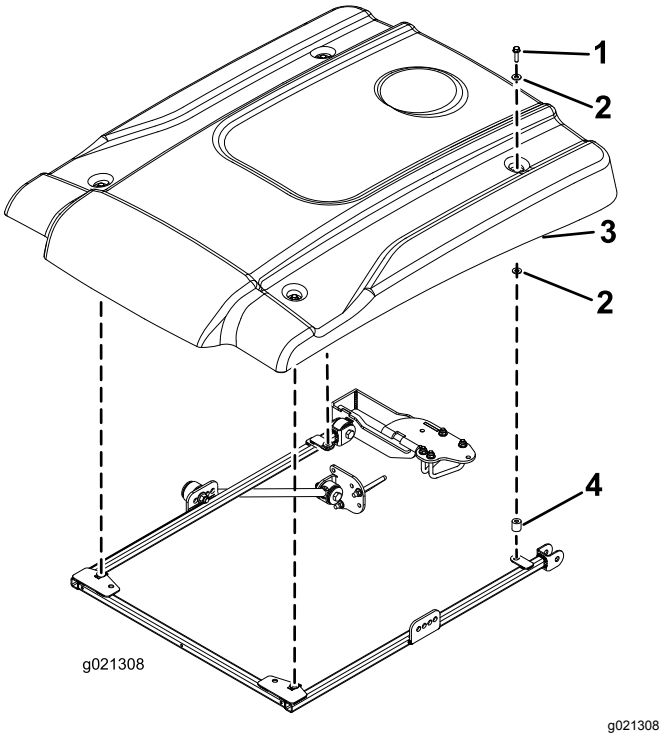

Figura 33
11. Ao alinhar os furos de montagem, posicione o toldo na estrutura como se mostra na Figura 33.
12. Monte, sem apertar completamente, cada canto do toldo na estrutura com um parafuso de cabeça flangeada (5/16 pol. x 2¼ pol.), duas anilhas pequenas e um espaçador (Figura 33). Posicione uma anilha em cada lado do olhal de borracha do toldo.